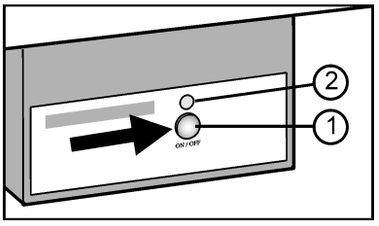

*Fig. 48*
- ▶ Pulse la tecla On/Off *Fig. 48 (1)*hasta que el LED *Fig. 48 (2)* se ilumine.